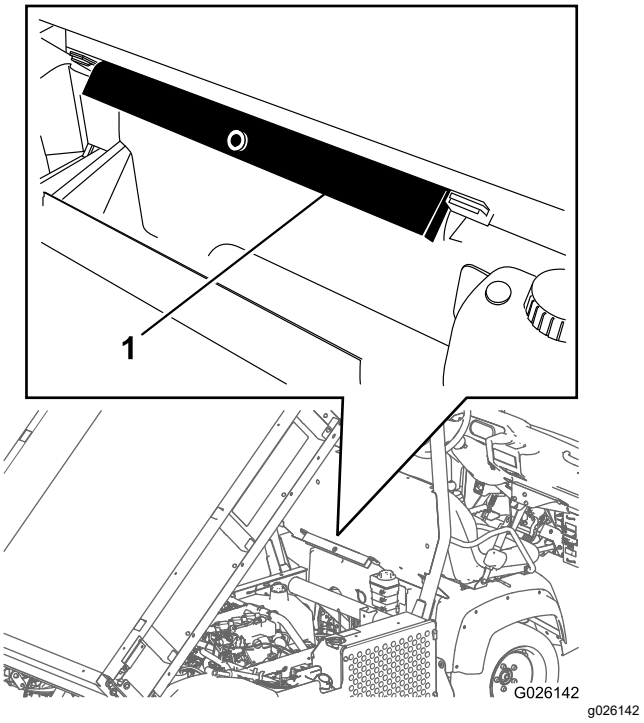

**Figur 21**
2. Ta loss flakstödet från förvaringsfästena baktill på vältskyddspanelen (Figur 21).